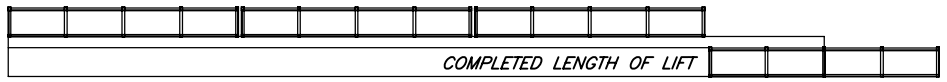

FIG 2. Construct fabric wrap lifts along length of first set of forms and then begin placement of forms and construction of second lift.
9. Remove the forms from the front of the completed lifts (FIG. 2). Leave the last form in place at the end of the newly constructed lift (FIG. 2). Place rooted cuttings on top of the finished layer for the next lift (FIG. G). Place a small amount of topsoil around the burlap sock of the rooted cutting. Carefully reset the forms on top of the finished layer for the next lift (FIG. H) to avoid damaging the rooted cutting.
10. Proceed with a new series of lifts by extending a new row of forms. Beginning at the end form that was left in place, lay out two new layers of fabric as previously described, making sure to overlap the new fabric layers with the previous layers. Stagger overlaps, between adjacent lifts by a minimum of 15 feet (FIG. 2).